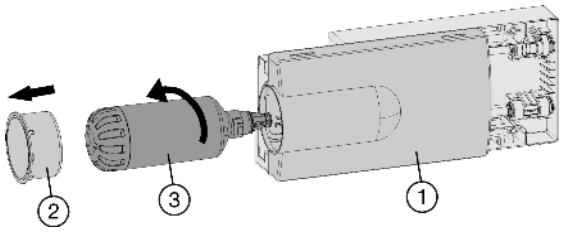

Fig. 35
▶ Pull out the tray *Fig. 35 (1)*, if necessary.
▶ Remove the filter cover *Fig. 35 (2)*.
▶ Turn the water filter *Fig. 35 (3)* approximately 100° counterclockwise and pull it out.